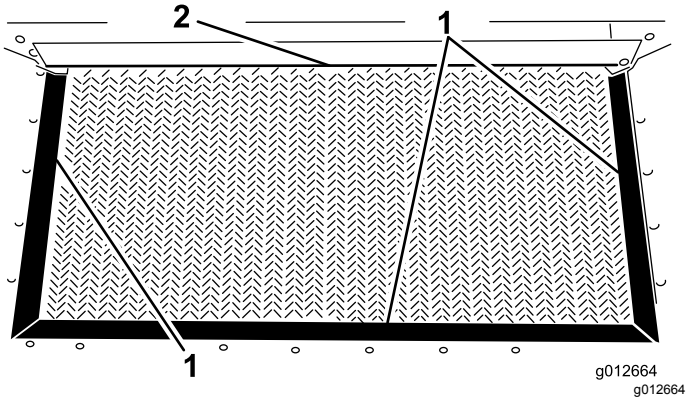

**Figur 22**
3. Efterse tragtbeholderens forseglinger og portkant for slitage eller beskadigede kanter (Figur 22).